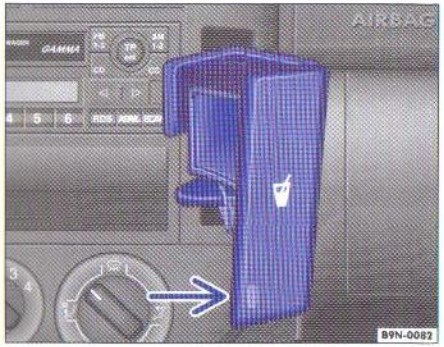

Fig. 42 Suport pentru băuturi deschis în faţă
– Pentru eliberare, apăsaţi sub capac ⇒ fig. 42 (săgeata) tasta albă laterală.
Un suport pentru băuturi ⇒ fig. 42 se găseşte în tabloul de instrumente.